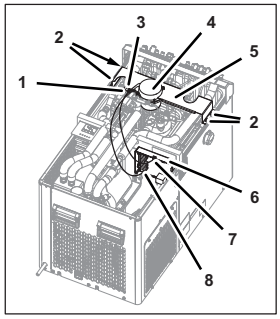

Fig. 30
1. Disconnect the plugs (Fig. 30/7 and 8) of the agitator motor (Fig. 30/4) from control system 1 (Fig. 30/7).
2. Remove the fastening bolt (Fig. 30/3) from the solenoid valve holder.
3. Remove the fastening bolts (Fig. 30/2) from the agitator motor mount (Fig. 30/5).
4. Lift the agitator motor mount (Fig. 30/5) with agitator motor (Fig. 30/4) out of the unit.
10. Attach the agitator motor mount (Fig. 30/4) using the fastening bolts (Fig. 30/1).
11. Attach the solenoid valve holder to the agitator motor mount (Fig. 30/4) using the fastening bolt (Fig. 30/3).
12. Connect the plugs (Fig. 30/7 and 8) of the agitator motor (Fig. 30/4) to control system 1 (Fig. 30/6).